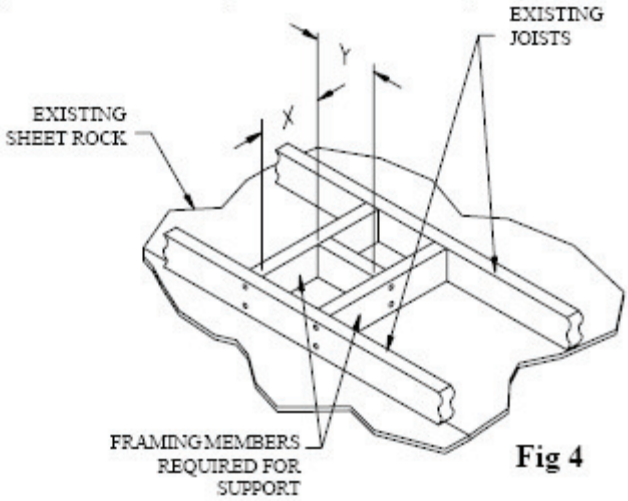
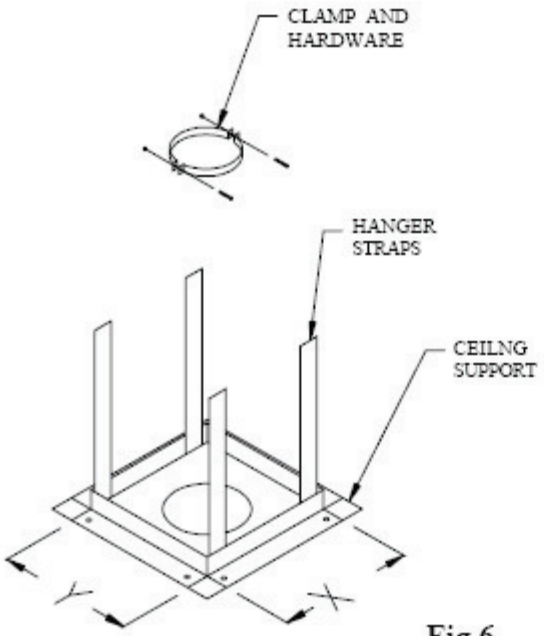

Fig 4
Fig 6
3. **Ceiling Support**. For a ceiling supported system, install the **Square Firestop/Support** as shown in Figures 6, 7, and 8. The **Firestop Support** must be framed in and the dimensions are shown in Table 1 and shown in Figure 4.